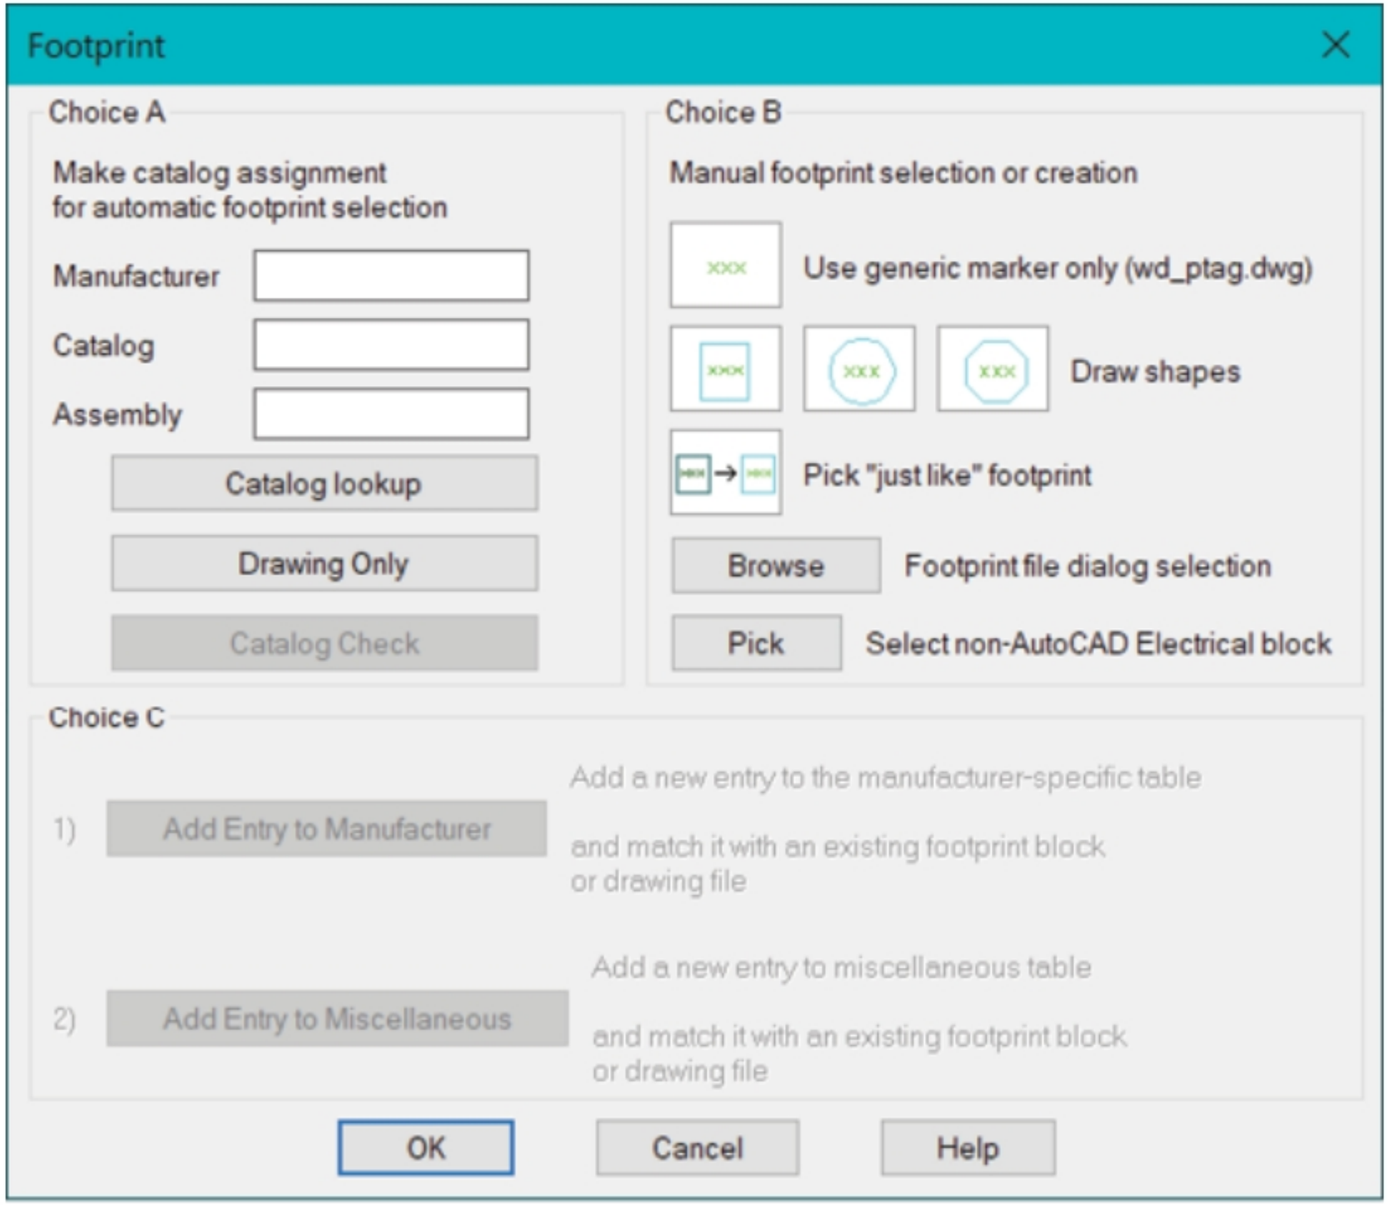

Figure-7. Footprint dialog box
- Click on desired symbol from the dialog box (**Push Button NC** in our case). The **Footprint** dialog box will be displayed; refer to Figure-7.